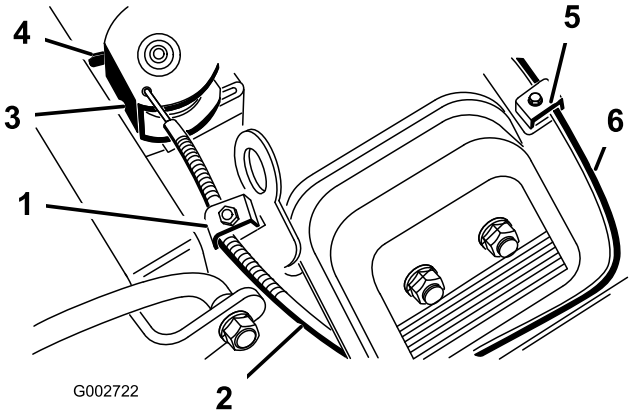

Figuur 37
2. Draai de kabelklemschroef los waarmee de kabel is bevestigd aan de motor (Figuur 37).
4. Trek stevig aan de gaskabel totdat de achterzijde van de wartel tegen de aanslag aankomt (Figuur 37).
4. Trek stevig aan de chokekabel (Figuur 37) totdat de chokevlinder helemaal gesloten is en draai daarna de kabelklemschroef vast.